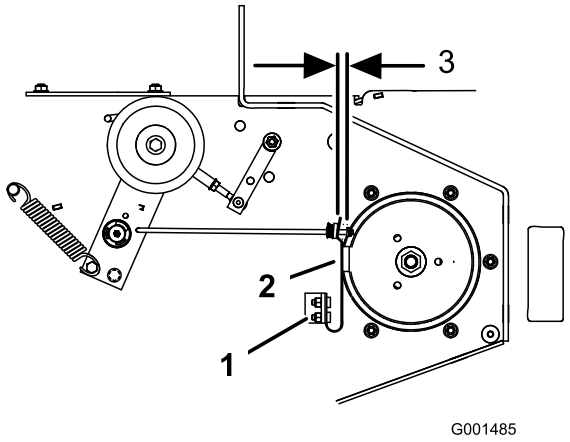

Figur 59
3. Justera om nödvändigt fjäderns fästbultar så att knivbromsbelägget ligger an mot båda sidor av remskivans spår (Figur 59).
4. Justera muttern i änden av knivbromsstången tills det är ett avstånd på 3–5 mm mellan muttern och distansbrickan (Figur 59).